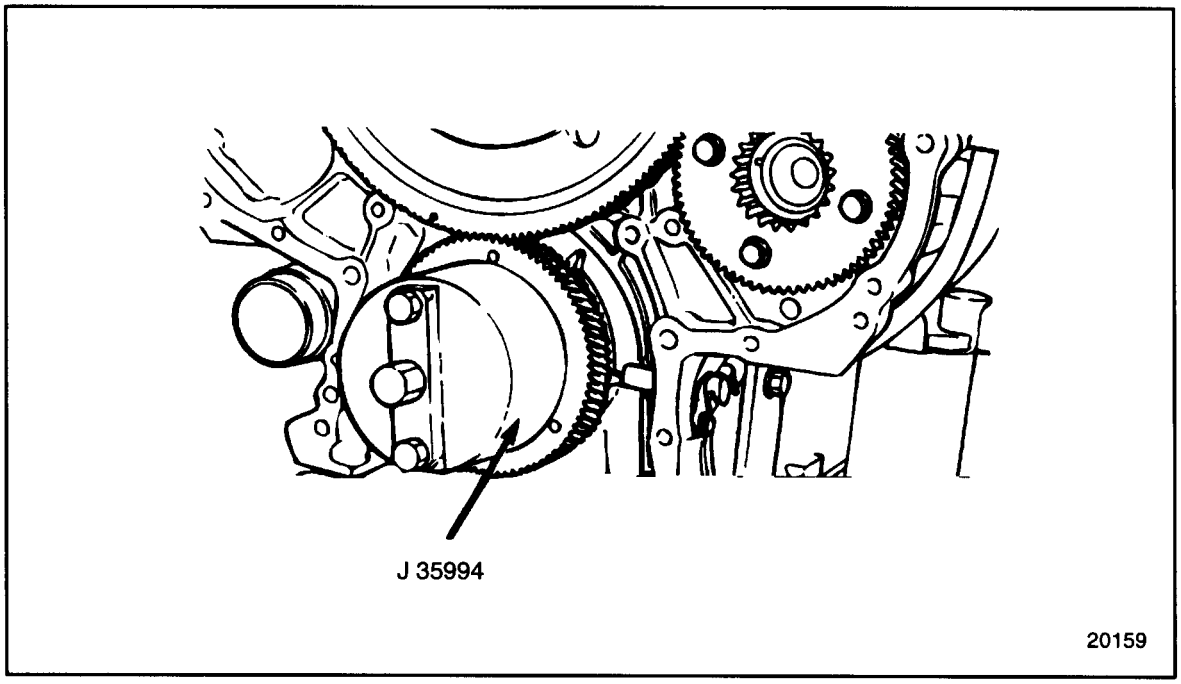

Figure 1-207 Crankshaft Protector Installation
14. Install the crankshaft protector, J 35994, to the oil seal contact area of the crankshaft. This will help to protect the crankshaft seal surface when removing the bull gear and camshaft idler gear assembly. See Figure 1-207.